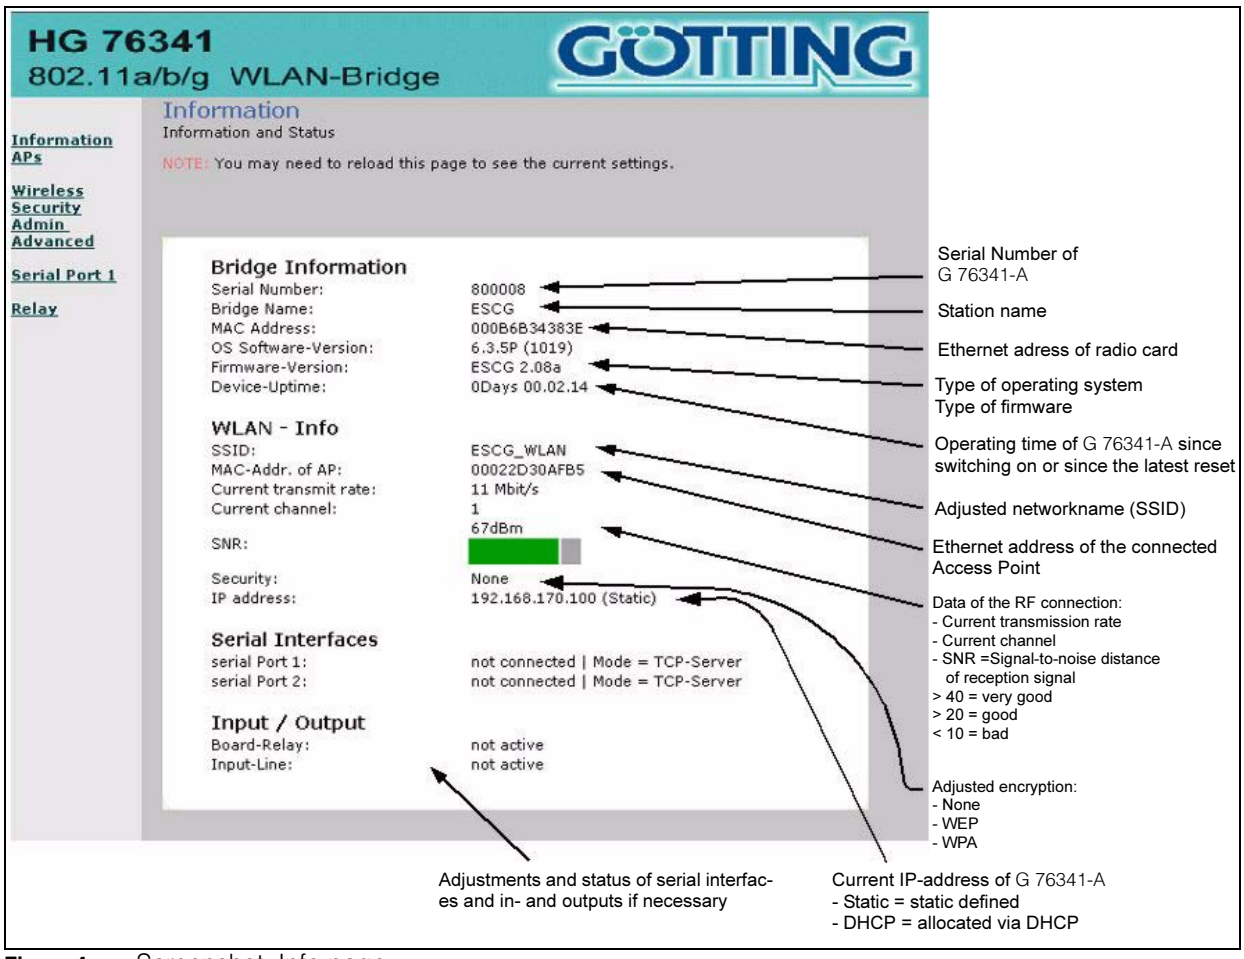

Figure 4 Screenshot: Info page
1. Information — General information on the status of G 76341-A (see Figure 4)